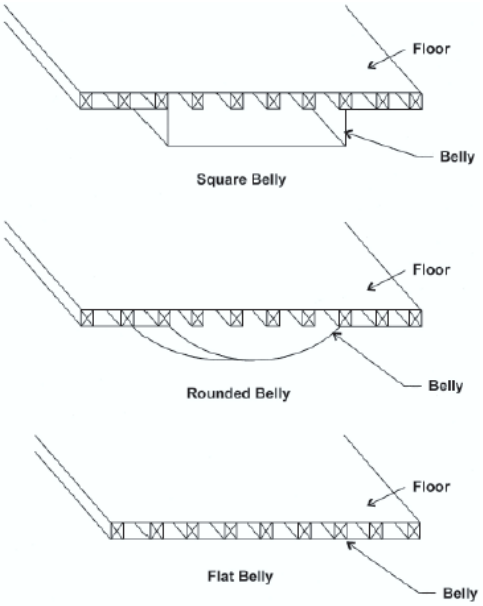

Figure 10.13. Typical Mobile Home Belly Configurations.
- **Belly Cavity Configuration [Belly**] – The belly cavity is the deep section that runs across the length of the home and usually houses the main supply air duct. Select the configuration of the belly cavity. The choices are Square, Rounded, and Flat. Figure 10.13 shows the three configurations. A square cavity configuration has vertical sides and a horizontal base. Usually, the main iron support beams act as the vertical sides. For a rounded belly cavity configuration, the belly wrap is draped in the middle portion of the home. Usually, the wrap is draped between the main iron support beams of the home. A flat belly cavity configuration is one in which there is no center belly section lower than the belly wing section. This type of belly is often found on homes where the main air supply duct is located between lengthwise floor joists or where the main supply air duct is located in the roof section. *Required*